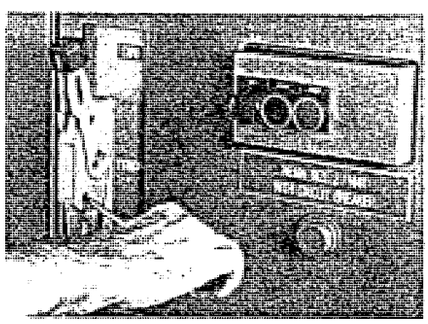

Figure 48: Operating door interlock defeat mechanism
b. Check that the door interlock prevents the unit door from opening while the disconnect is in the *on* position. See step 8, page 23, for interlock operation. (If the unit door *must* be opened while the unit is energized, *authorized* personnel must operate an interlock defeat mechanism [figure 48]).